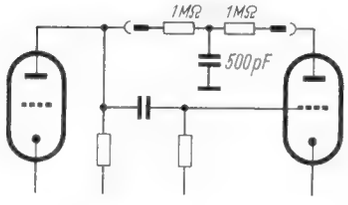

Bild 22. Höhen- und Tiefenanhebung durch Gegenkopplung
12. Kombinierte Gegenkopplungen nach Bild 22 mit verschiedenen Werten durchmessen. Ergebnis: Höhen- und Tiefenanhebung bei Zurücktreten der mittleren Tonlagen. (Forts. folgt) O. Limann